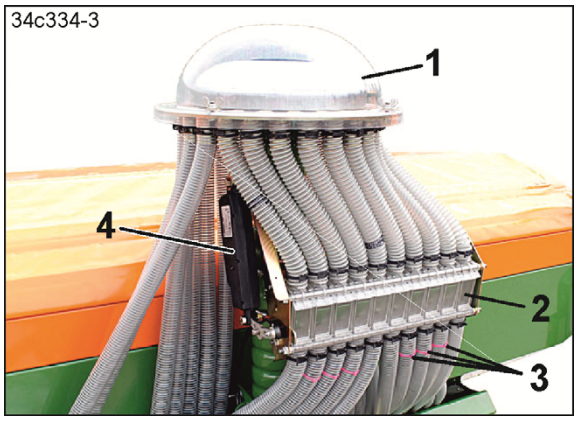

Fig. 48
Das Dosiergut wird im Verteilerkopf (Fig. 48/1) gleichmäßig auf alle angeschlossenen Saatgutleitungen aufgeteilt und zu den Scharen gefördert.
- verschließen Klappen im Klappenkasten (Fig. 48/2) die Saatgutzufuhr zu den Saatleitungen (Fig. 48/3) der Fahrgassenschare. Ein Elektromotor (Fig. 48/4) betätigt die Klappen.